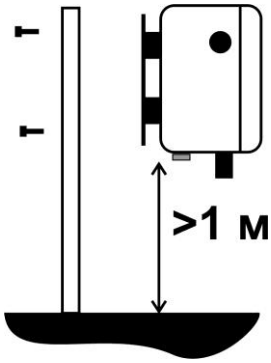

Рис. 10.23
10.2.8 Прикрепить БПРМ на поверхности стены заграждения для настенного варианта крепления или к заземлителю (рис. 10.23, для сухих незатапливаемых участков) и подключить клеммы заземления на корпусах БПРД и БПРМ к клеммам заземлителей.